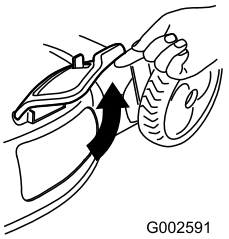

Figure 28
2. Lift open the side discharge door (Figure 28).